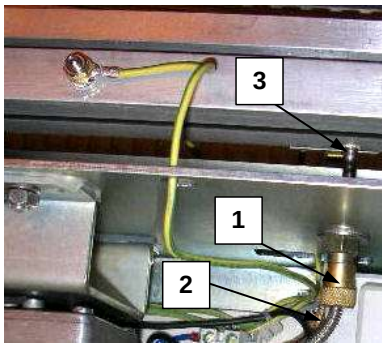

fig.5.6
3. disimpegnare l'attacco della sonda ruotando la ghiera di blocco (n.1-fig.5.6)
4. sfilare il terminale della sonda (n.3-fig.5.6) dalla barra di saldatura inferiore
5. sfilare il cavo (n.2-fig.5.6) dalla ghiera ed estrarre la sonda dalla macchina